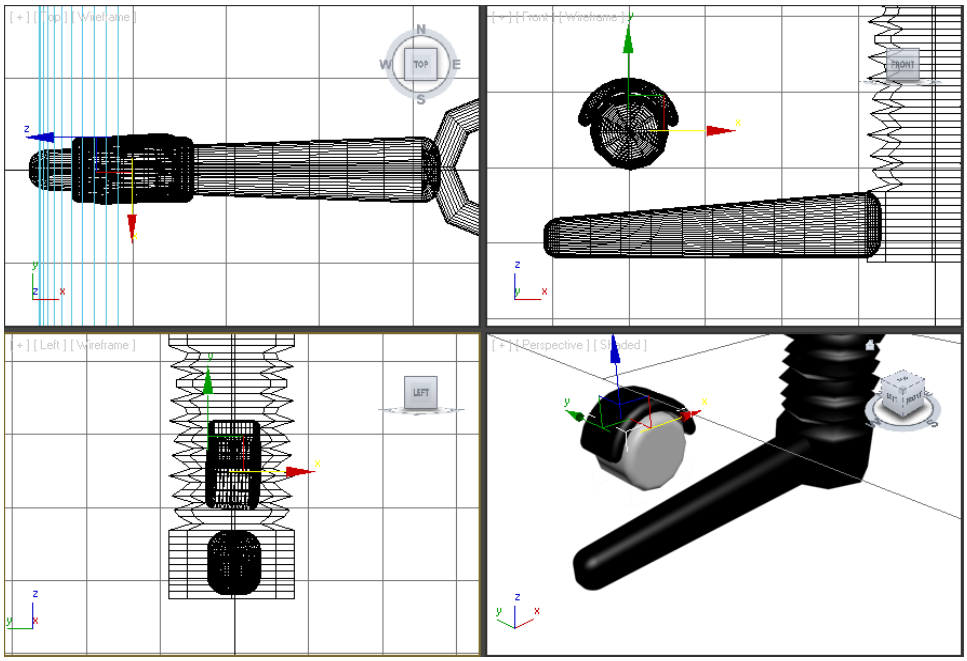

Figure 3-83 *Alignment of the cylinder01 with the box01 in all viewports*
14. Align the *cylinder01* with the *box01* in all viewports using the **Select and Rotate** and **Select and Move** tools, refer to Figure 3-83.